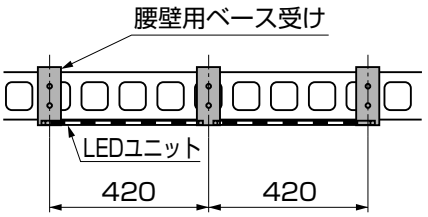
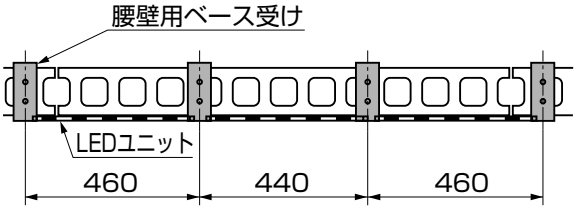

図7-4 LED標準プラン
図7-5 LED連続プラン
- ●笠木にLEDユニットを取付ける場合の腰壁用ベース受けの取付けピッチは、図7-4、図7-5にしたがってください。